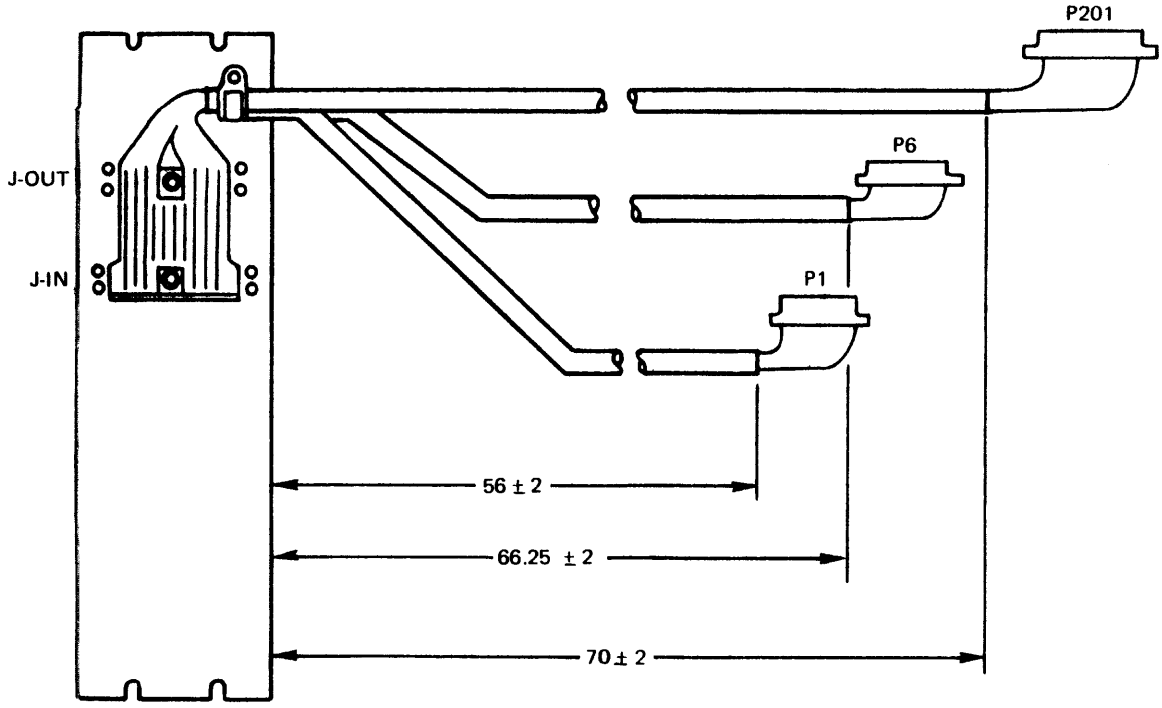

Figure 4-27. MTU Disconnect Panel, Model 1331 and 1332
* SEE FIGURE 4-27
The MTU Disconnect Panel is shown below in Figure 4-27:
①	13D00104A11	4 ft	—	DISCONNECT PANEL *
②	21D00437A11	6 ft	Δ	SIGNAL
③	21D00194A01	6 ft	Δ	SIGNAL
④	ATTACHED TO MTU	7 ft	—	AC POWER